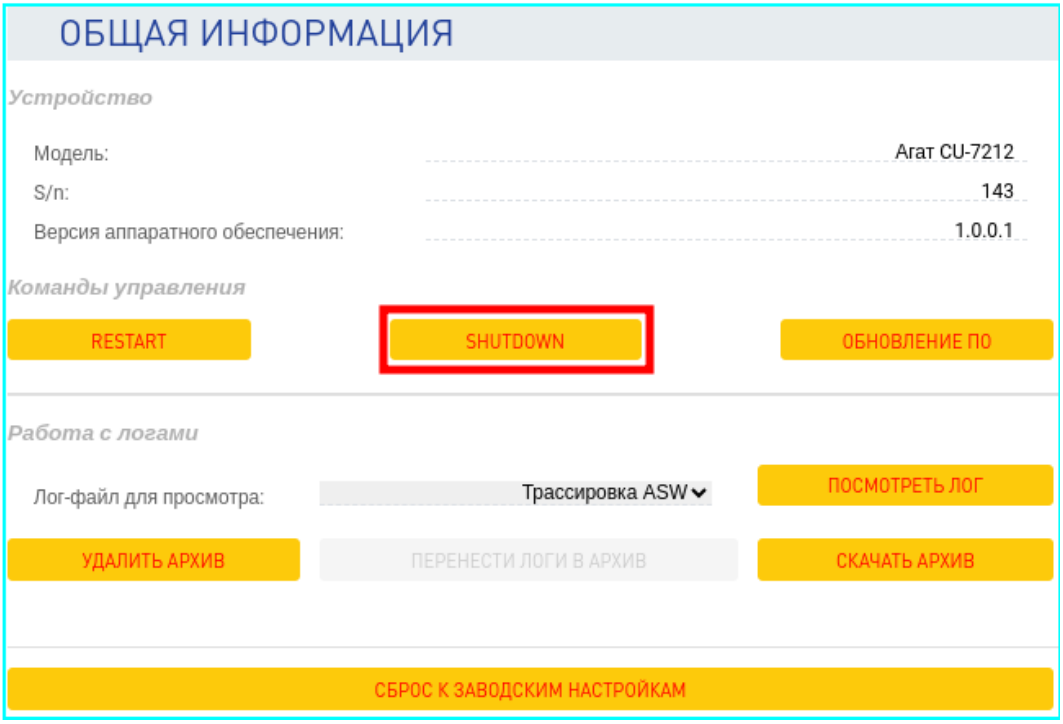

Рисунок 3.26 – Расположение кнопки «SHUTDOWN»
– переключатели «On/Off» находятся в состоянии «On». IP-АТС выключается командой из WEB-интерфейса на вкладке «Настройка» «Общая информация» кнопка «SHUTDOWN» (см.рис. 3.26);